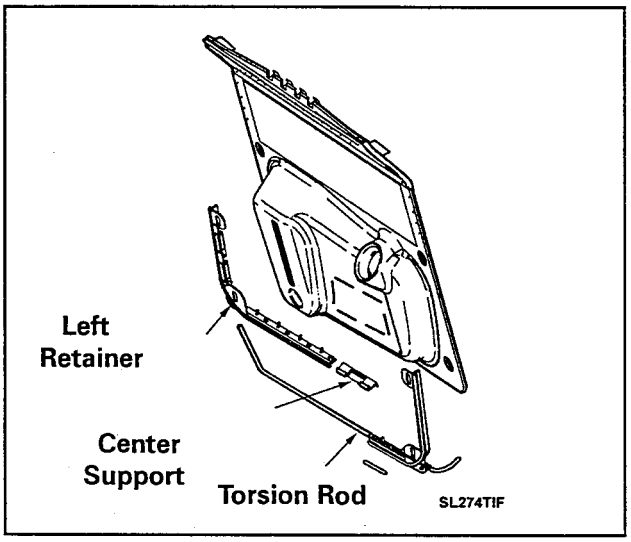

Figure 4-15
3. Slide the left retainer toward the center of the lid and remove from behind the lid flange ***(Figure 4-15).***